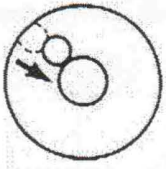

Рис. 7
- Юстировка производиться следующим образом: вращайте подъемные винты до тех пор, пока пузырек на половину не приблизится к центру круглого уровня (рис.7)